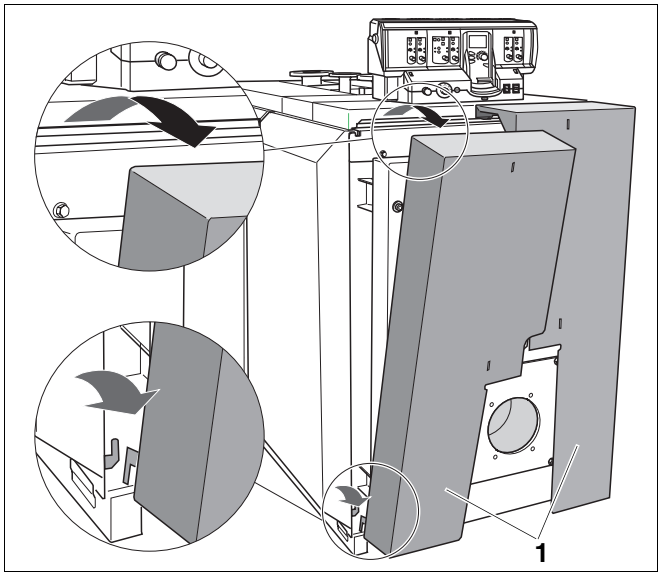

Рис. 44 Демонтаж обшивки дверцы горелки
- Снять обшивку дверцы горелки (рис. 44, **поз. 1**) с обшивки котла. Для этого слегка поднять обшивку дверцы горелки и снять ее по направлению вперед.